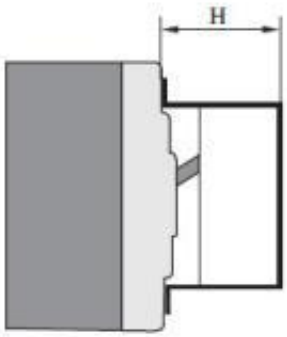

图20　电动操作机构安装尺寸
5.6 电动操作机构的参数见表 8，安装尺寸见图 20 和表 9。